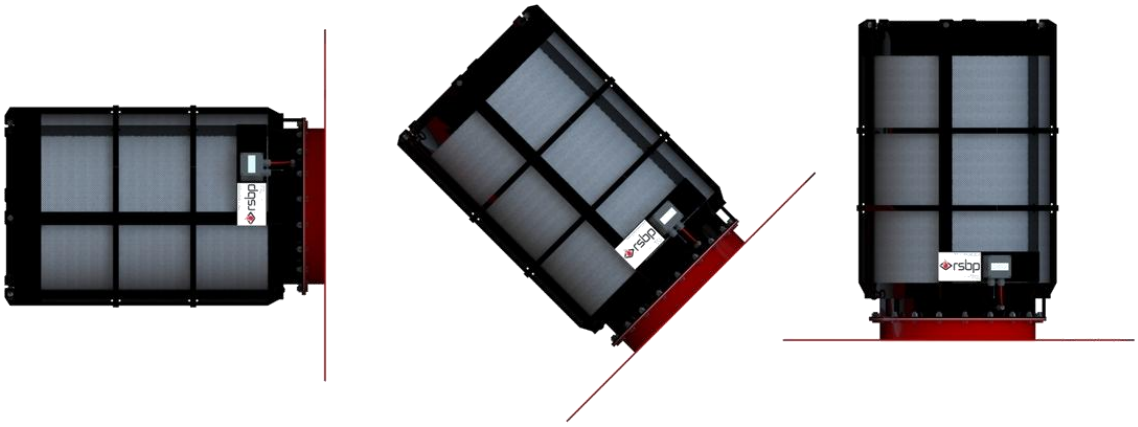

Рис. 14 – Ориентация пламягасителя
10) Пламягаситель может устанавливаться вертикально, горизонтально или под углом. Цель заключается в том, чтобы мембрана не была ориентирована против прямого распространения пыли (рис. 14).